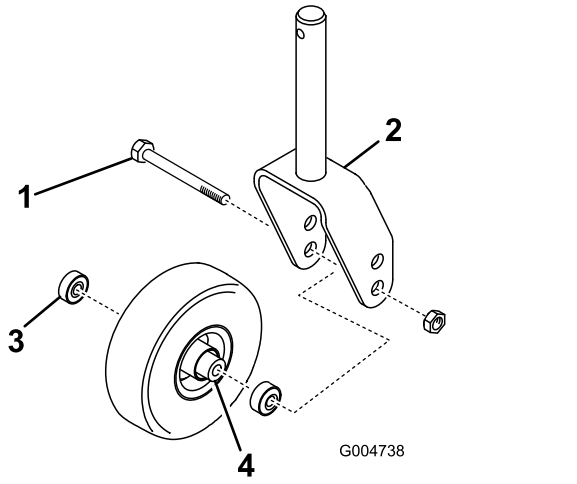

Figuur 141
1. Verwijder de borgmoer van de bout waarmee het zwenkwiel is bevestigd in de zwenkwielvork of in de draaiarm van het zwenkwiel (Figuur 141).
2. Pak het zwenkwiel vast en schuif de bout uit de vork of draaiarm (Figuur 141).
3. Verwijder het lager uit de wielnaaf en laat het lager eruit vallen (Figuur 141).
4. Verwijder het lager vanaf de andere kant van de wielnaaf (Figuur 141).